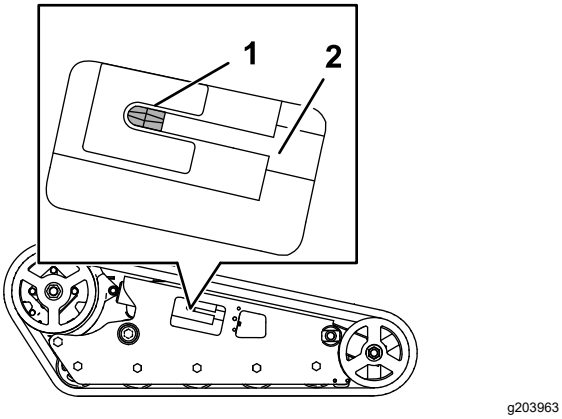

Figur 67
15. Vrid spännskruven moturs så långt det går (Figur 67).